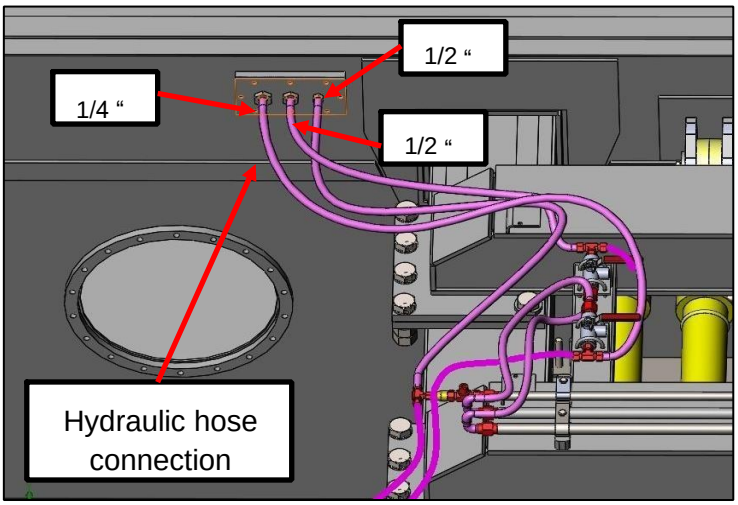
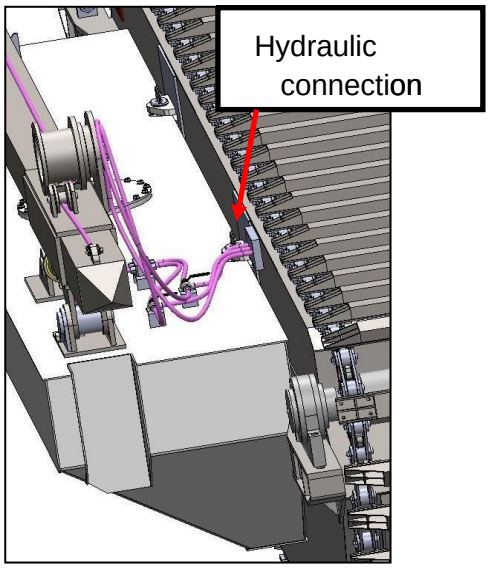

***Figure 6.11***
***Figure 6.12***
4. Connect the hydraulic system from the slewing frame two-way ball valves to the pontoon body, and the two-way ball valves on the top of the side pontoon to the pontoon body, as shown in Figure 6.11 and Figure 6.12.